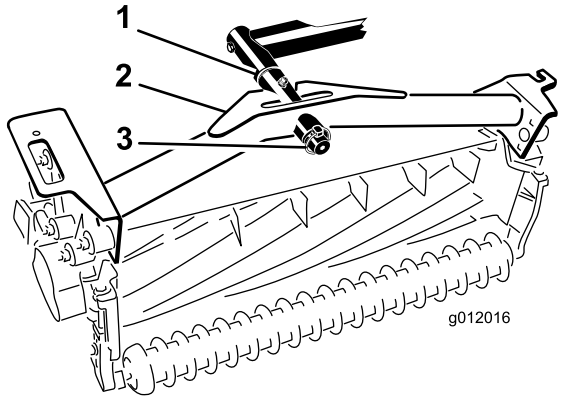

Figuur 20
2. Schuif het draagframe van het maaidek op de draaistang en bevestig deze met een lynchpen (Figuur 20).